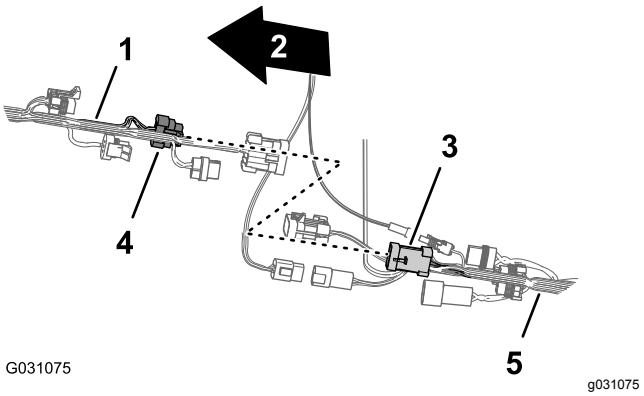

Figur 89
3. Tilslut konnektoren med 8 ben på det forreste ledningsnets sprøjtetilslutning til konnektoren med 8 sokler fra bageste ledningsnets ratekontakttilslutning (Figur 89).